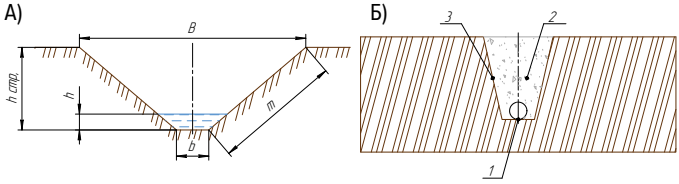

Рис. 1. А) открытая линейная дрена (открытый канал).
Наиболее применяемыми системами поверхностного дренажа являются открытые и закрытые дрены, простейшие конструкции которых приведены на рис. 1 А, Б.
Открытая дрена (рис. 1 А) представляет собой канал с укрепленными стенками.
Закрытая линейная дрена-поглотитель (рис. 1 Б) представляет собой траншею, по стенкам которой уложен качественный фильтрующий геотекстиль (3). На дно траншеи уложена дренажная труба (1), обернутая дренажным геотекстилем. Сама траншея засыпается крупным фильтрующим материалом (2) (щебнем, гравием или крупнозернистым песком). Траншея вместе с щебнем должна быть полностью обернута дренажным геотекстилем – это позволит снизить риск заиливания дрены.